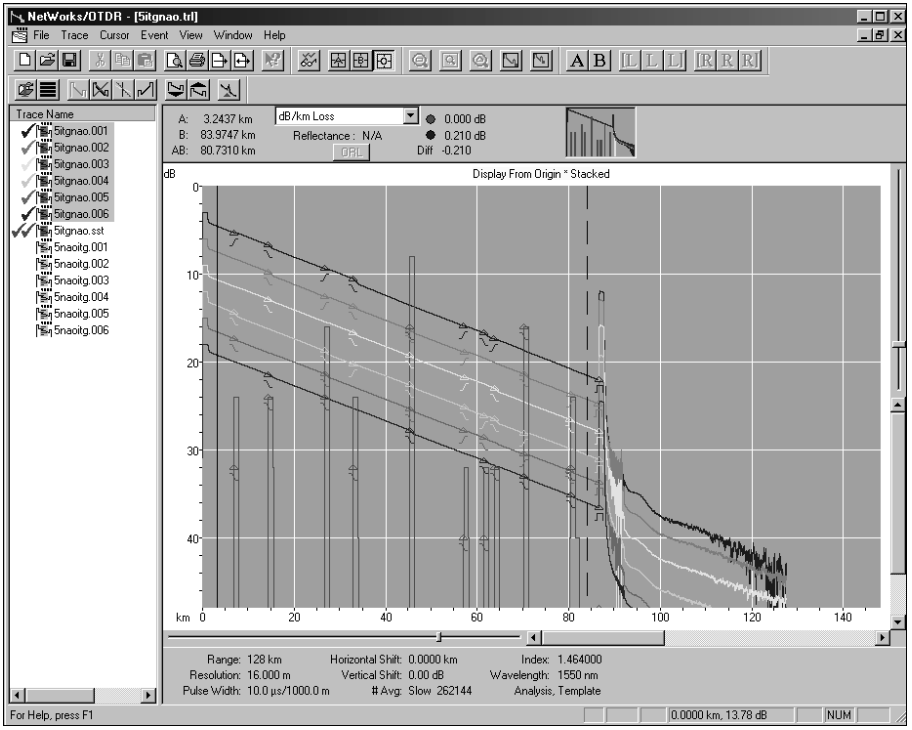

Figure 12-3: Smart Splice Template Trace
9. Click **OK** to create the smart template trace, as shown in Figure 12-3.